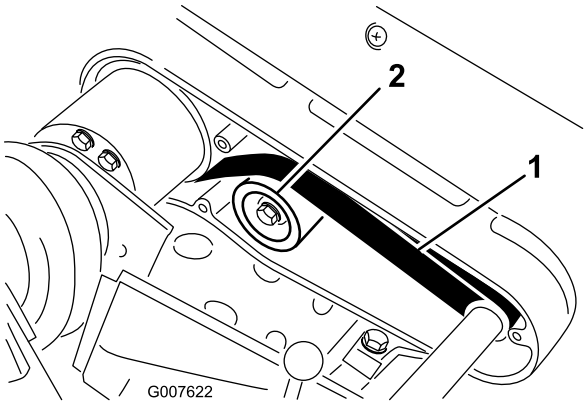

Figur 39
2. Kontroller hvor stram remmen er ved å presse på mellomspennet (Figur 39) med en kraft på 22–26 N.
A. Løsne monteringsmutteren på lederullen, og vri lederullen med klokken mot baksiden av remmen helt til du oppnår ønsket remspenning (Figur 39).